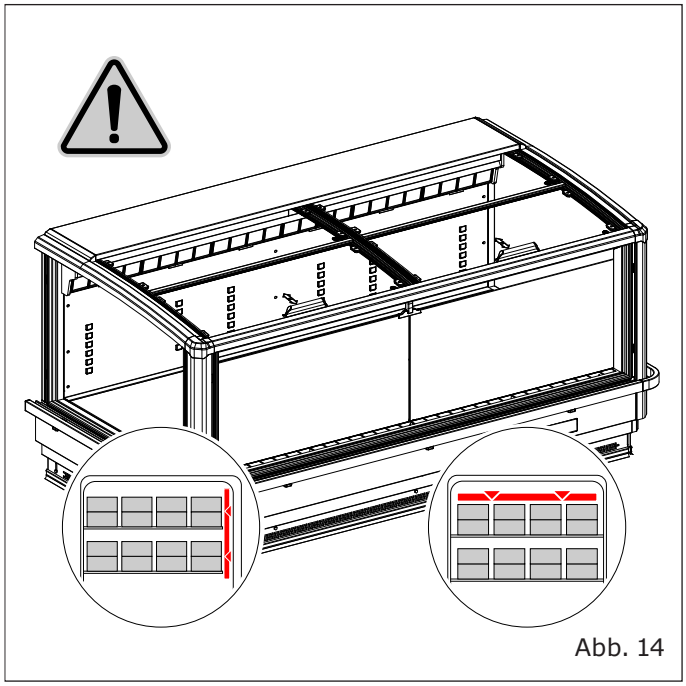

Abb. 14
- Die Waren nicht die Fülllinie überschreiten ("Abb. 14").